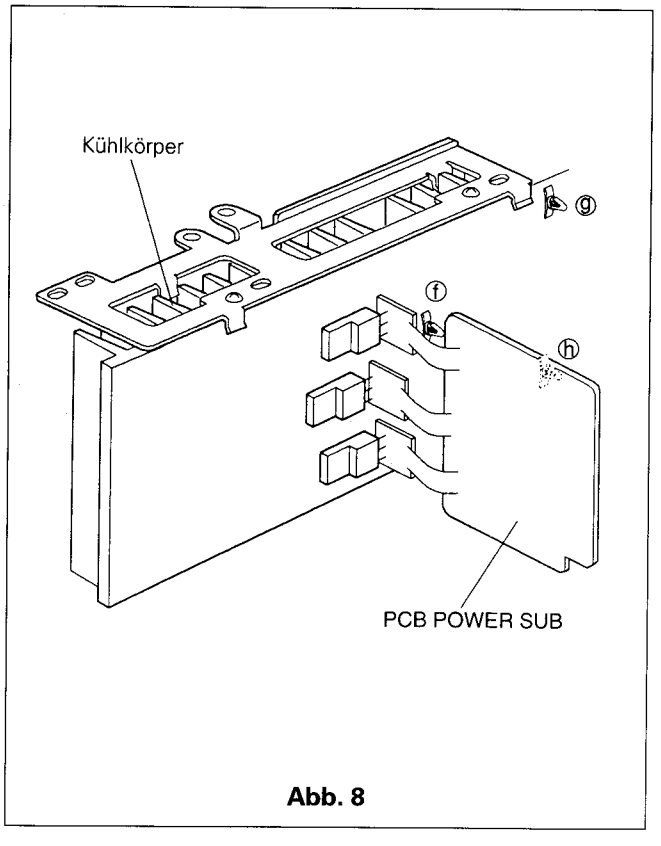

Abb. 8
D. Lösen Sie die drei (ⓕ ~ ⓗ) Stützen für die PCB POWER SUB. Siehe Abb.8.